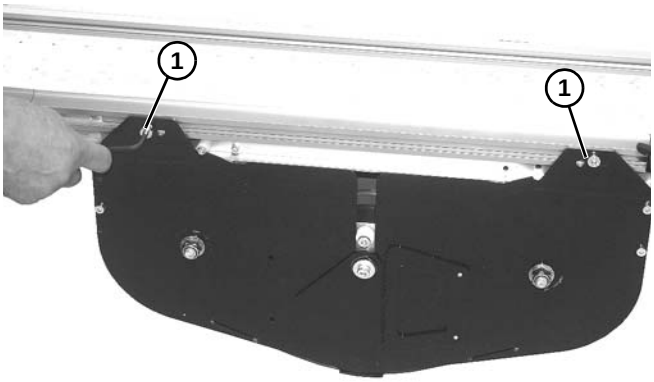

Figure 91
1. Remove two socket head screws **(Figure 91, item 1)** on each side securing assembly to frame.